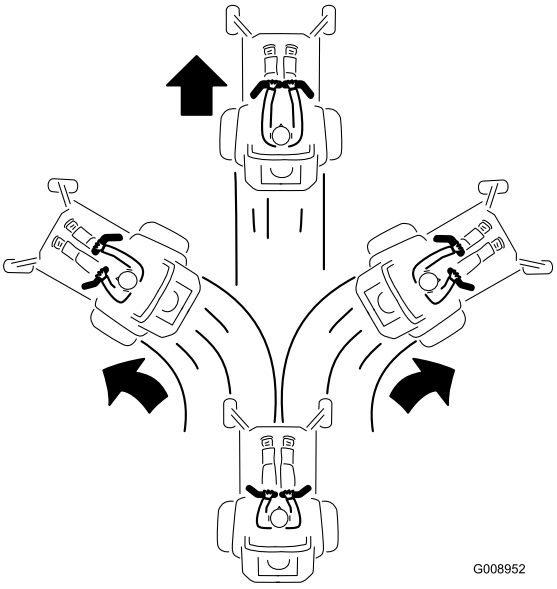

Figur 25
2. Kör framåt genom att försiktigt föra rörelsereglagespakarna framåt (Figur 25).